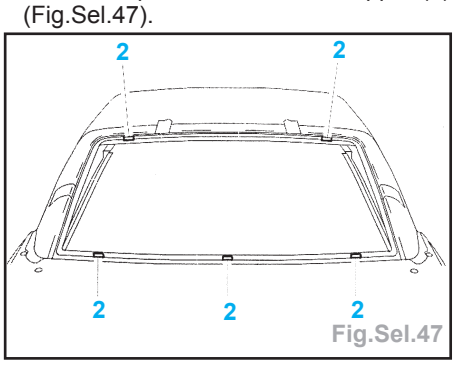

Fig.Sel.47
- Mettre en place les 5 cales d'appui (2) (Fig.Sel.47).